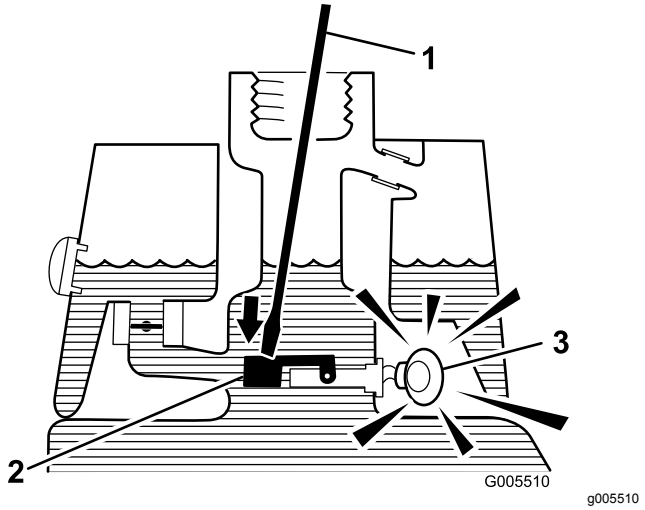

Figur 53
3. För in en ren pinne eller skruvmejsel i tankröret och tryck försiktigt nedåt på flottörströmbrytaren (Figur 53). Larmet ska ljuda efter tidsfördröjningen på en sekund.